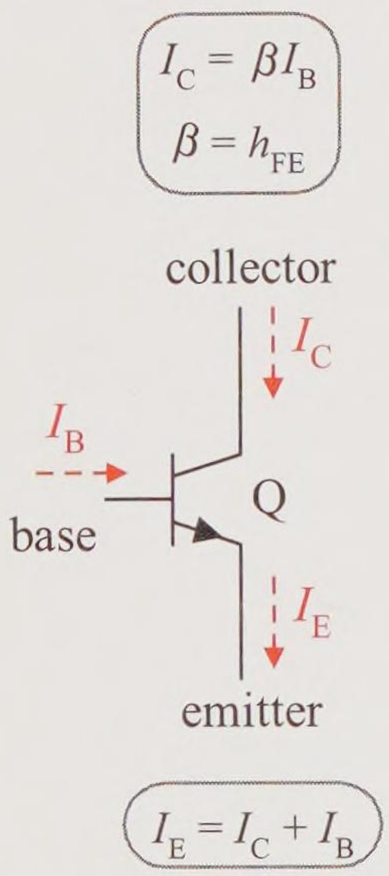

Figure 5-20
The schematic symbol of an *npn* BJT and its three terminal currents are shown in Figure 5-20. The symbol Q is used as a part label, for example Q1 would represent transistor one. The BJT *arrow* is always associated with the *emitter terminal*. The *middle* terminal is always the *base*. The remaining terminal is always the *collector*. The BJT device is described in greater detail later in this book.
Figure 5-20 shows the schematic symbol of the BJT and demonstrates the direction of currents when the transistor is turned *on* and conducting. The three terminals are labeled emitter (E), base (B), and collector (C). The BJT device must satisfy KCL, that is, that the sum of the currents into the BJT must equal the current I_E out of the BJT.